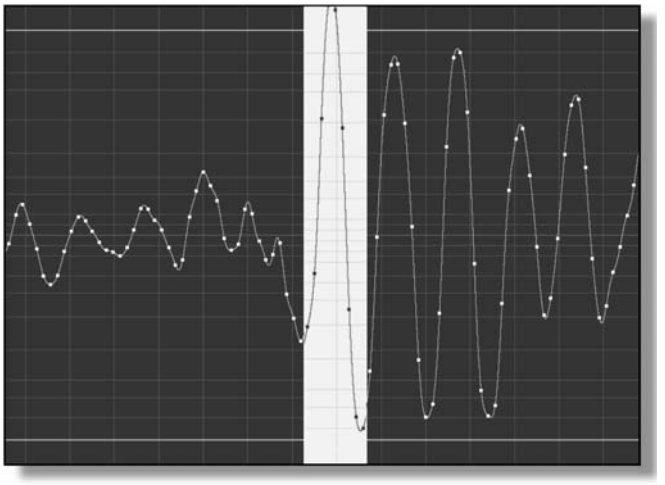

Figure 12.30. *Should only a few peaks exist in a file, a digital audio editor can be used to lower the excessive waveform.*
- Prevent short-term peaks from reducing a program's average signal level. Should even a single high-level peak exist at levels above the program's rms average, the average level can be significantly reduced. This is especially true whenever a digital audio file is normalized at any percentage value, as the peak level will become the normalized maximum value and not the average level. Should only a few peaks exist in the file, they can easily be zoomed in on and manually reduced in level (Figure 12.30). If multiple peaks exist, then a limiter should be considered.